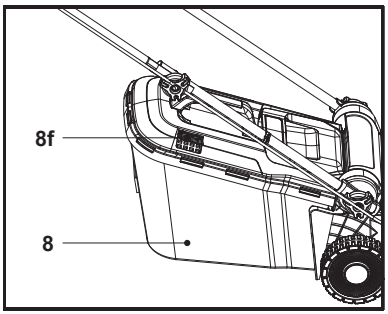

Fig. 10
1. Cuando la trampilla (8f) está abierta el recogedor de hierba (8) tiene espacio suficiente para seguir recogiendo hierba (Fig. 10).